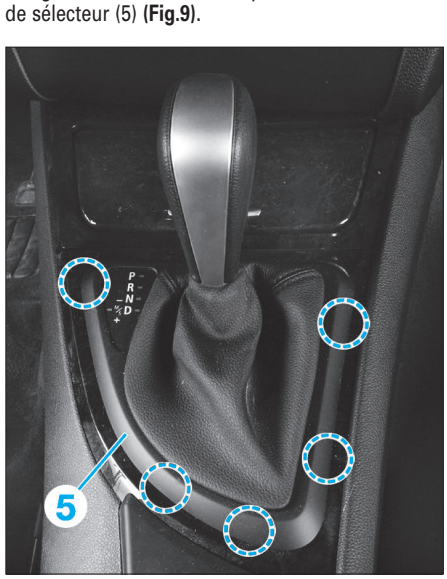

Fig. 9
• Dégrafer aux endroits indiqués le cache de levier de sélecteur (5) **(Fig.9)**.